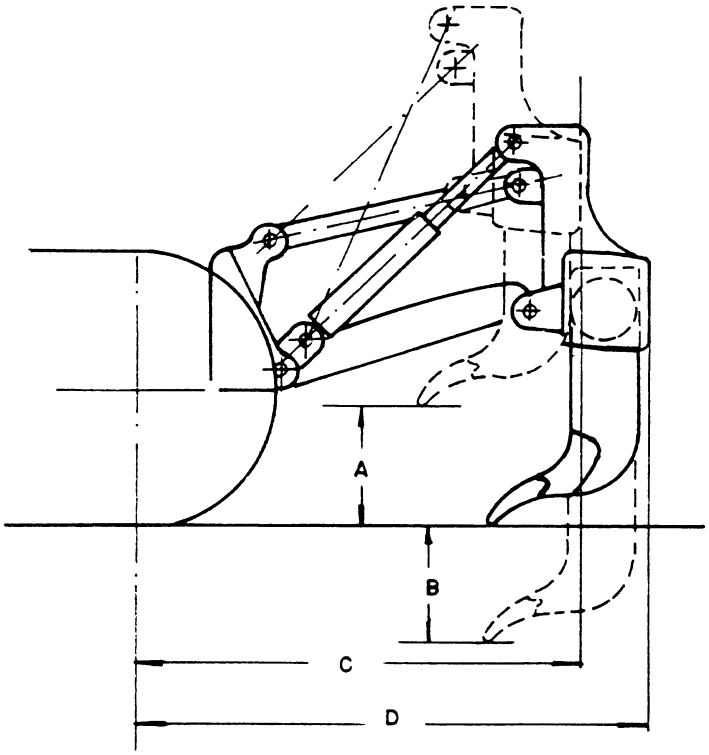

FIG. 1-7 RIPPER SPECIFICATIONS
1.9.5 RIPPER SPECIFICATIONS (FIG. 1-7)